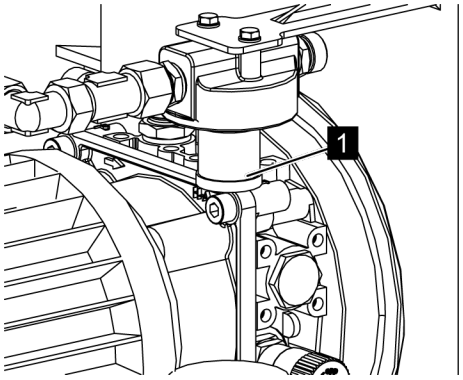

Fig. 113: Filter insert
7. *Remove the filter insert (*Fig. 113*/1) and insert a new filter insert.*